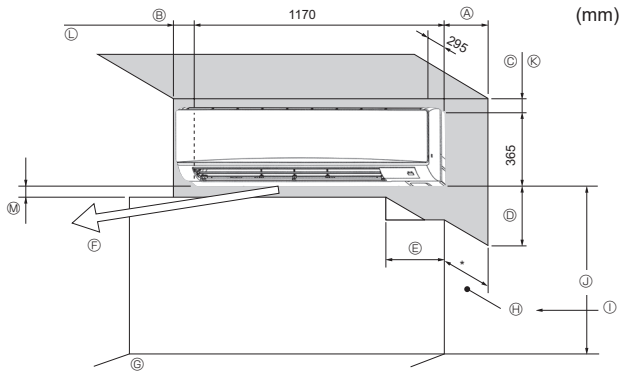

Afb. 2-1
2.1. Buitenafmetingen (Binnenapparaat) (Afb. 2-1)